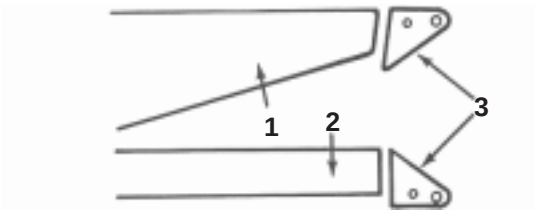

Figure 1
Note: Mounting brackets must be installed in different configurations (Fig. 1) and, depending on the cutter deck, in different locations on 220–D and 223–D, 228–D, 225, 224 and 1000L models than on the 217–D and 220 model machines (Fig. 2, 3).
6. Position mounting brackets in the proper configuration (Figure 1). Secure brackets to 217–D and 220 models with (4) flange head capscrews (3/8 x 1 in.). Torque the fasteners to 45–50 ft.-lb. (61–68 N·m).